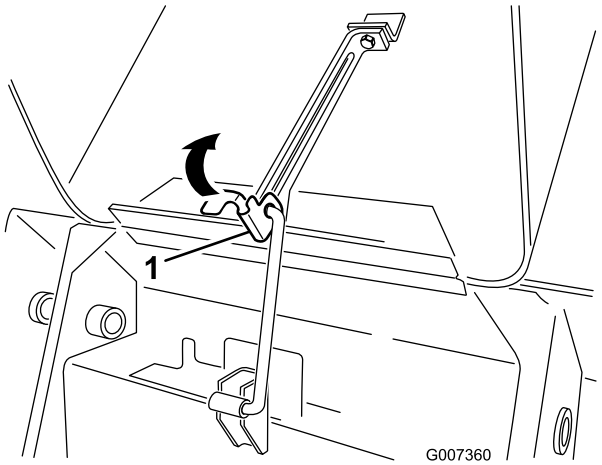

Figuur 28
1. Trek het lipje op de steunstang omhoog (Figuur 28)